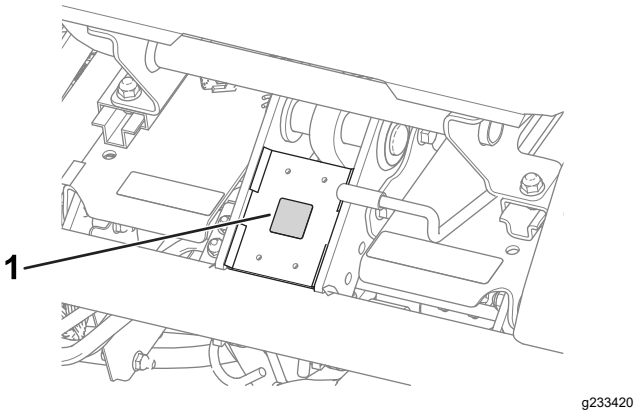

Figura 10
- Aplique la pegatina con marca CE al bastidor debajo de la parte delantera del asiento (Figura 10).